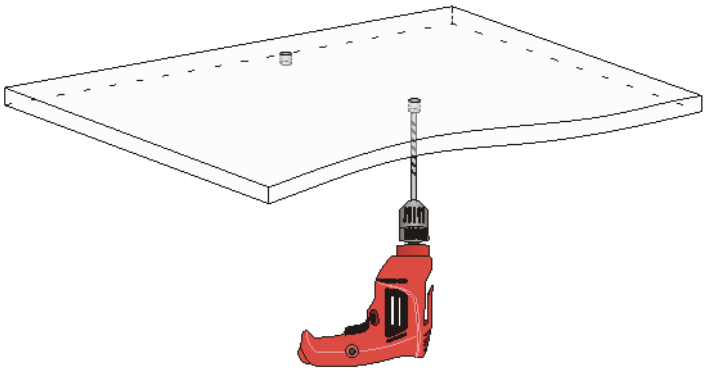

図 3-22 天井の穴あけ
2) マーキングをした位置に、図 3-22 の通り直径 6mm の穴を空けてください。